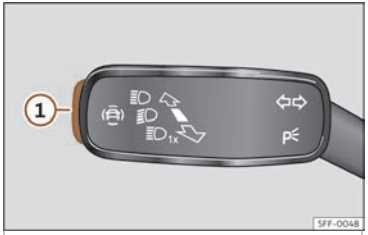

Fig. 57 Na panca de intermitentes e de luz de estrada:tecla para os sistemas de asistencia ao condutor (dependendo das versións).
• Prema brevemente a tecla>>> fig. 57 ① para abrir o menú **Asistentes**.